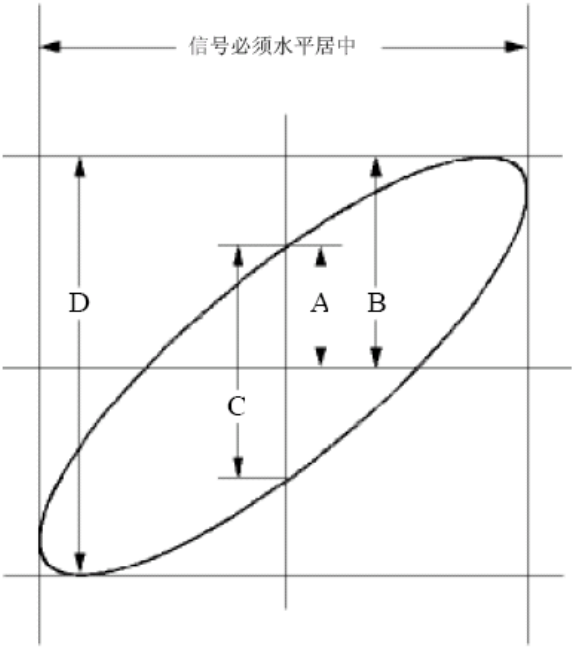

图 6-6：李沙育（Lissajous）图形
(1) 将探头菜单衰减系数设定为 10X，并将探头上的开关设定为 10X（参见P10 的“如何进行探头衰减系数设定”）。
(2) 将通道1的探头连接至网络的输入，将通道2的探头连接至网络的输出。
(3) 按下 **自动设置** 按键，示波器把两个通道的信号打开并显示在屏幕中。
(4) 调整 **垂直档位** 旋钮使两路信号显示的幅度大约相等。
(5) 按 **采样** 面板按键，调出右侧菜单。
(6) 在右侧菜单中选择 XY模式 为 开启。示波器将以李沙育（Lissajous）图形模式显示网络的输入输出特征。
(7) 调整 **垂直档位** 、**垂直位移** 旋钮使波形达到最佳效果。
(8) 应用椭圆示波图形法观测并计算出相位差。见图 6-6。